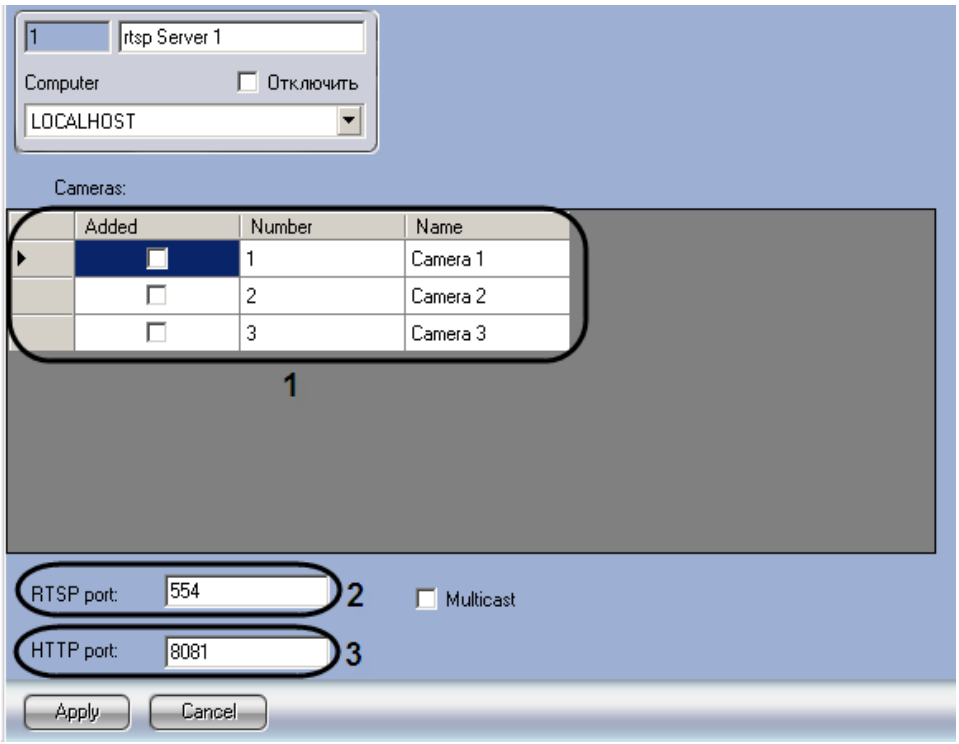

Figure 8.17-2 Settings panel for the “rtsp Server” object
4. Open the settings panel for the “rtsp Server” object (Figure 8.17-2). For this select the created object in the Intellect objects tree.
5. In the “Cameras” table set the checkboxes next to video cameras video from which is to be displayed (Figure 8.17-2, 1).
6. In the “RTSP port” field specify the port via which the video is transmitted (Figure 8.17-2, 2).